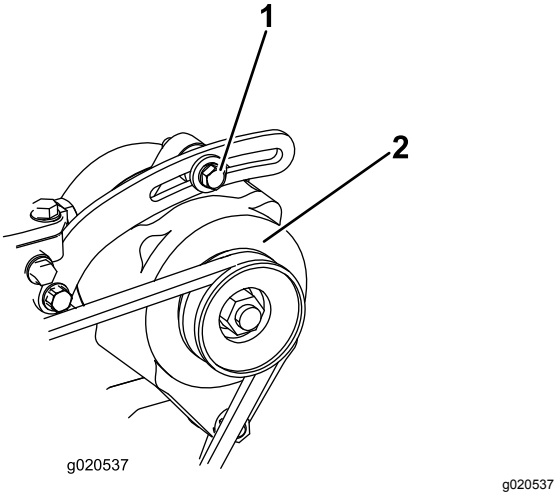

Figur 75
Kontroller remmenes tilstand og spenning (Figur 75) etter hver 100. driftstime.
1. Løsne generatormonteringsboltene (Figur 75).